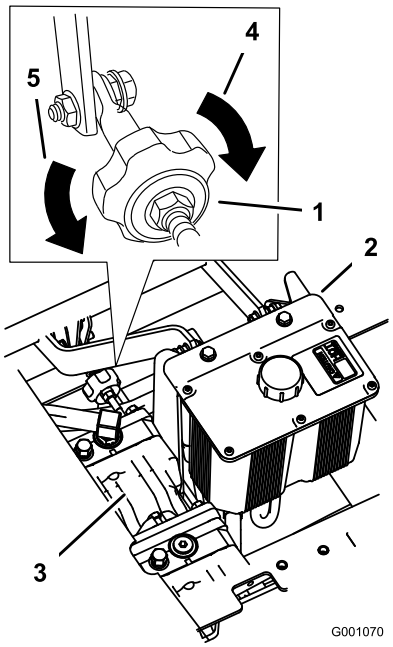

Figur 47
4. For at få maskinen til at køre til højre skal du dreje knappen mod maskinens højre side. Se Figur 47.
5. For at få maskinen til at køre til venstre skal du dreje knappen mod maskinens venstre side. Se Figur 47.